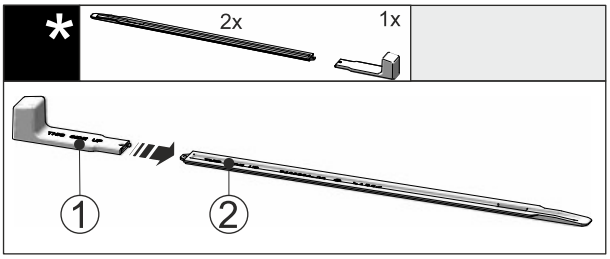

Fig. 54
▶ Atașați mânerul de montare *Fig. 54 (1)* la șina de nivelare *Fig. 54 (2)*.